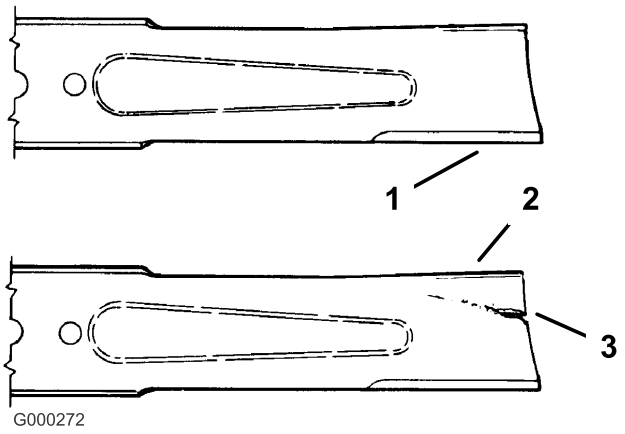

Figura 24
2. Controllate i taglienti (Figura 24). Se i taglienti non sono affilati o presentano intaccature, togliete la lama (o le lame) ed affilatela; vedere Affilatura della lama (o delle lame).
3. Controllate la lama (le lame), in particolare l'area curva (Figura 24). In caso di danni, usura o scanalature in quest'area (Fig. 23), montate immediatamente una nuova lama.